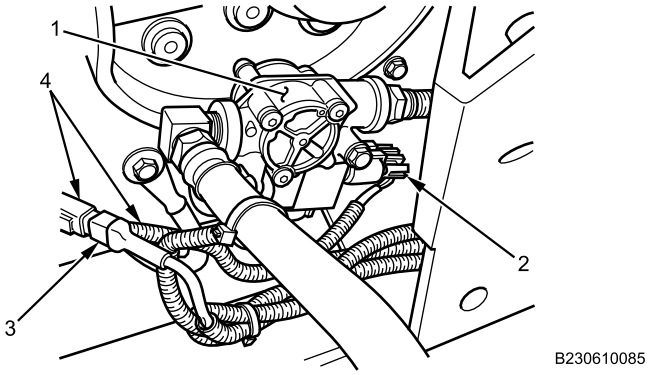

Figure 3. Left ABS Modulator Connections.
4. Disconnect three-pin connector (Figure 3, Item 2) from left ABS modulator (Figure 3, Item 1).
5. Disconnect two-pin connector (Figure 3, Item 3) from forward chassis harness (Figure 3, Item 4).